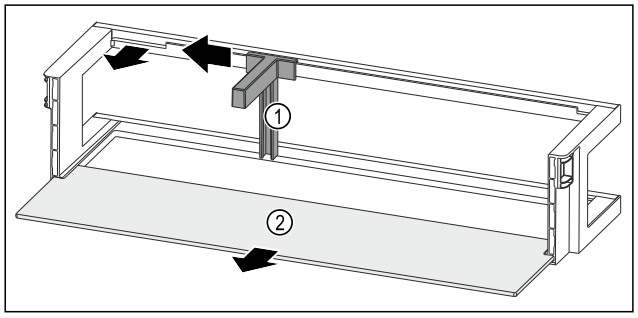

Fig. 147 Door rack with bottle holder and shelf
- ▶ Slide the bottle holder *Fig. 147 (1)* to the side as far as the recess.
- ▶ Remove the bottle holder *Fig. 147 (1)*.
- ▶ Remove the shelf *Fig. 147 (2)*.